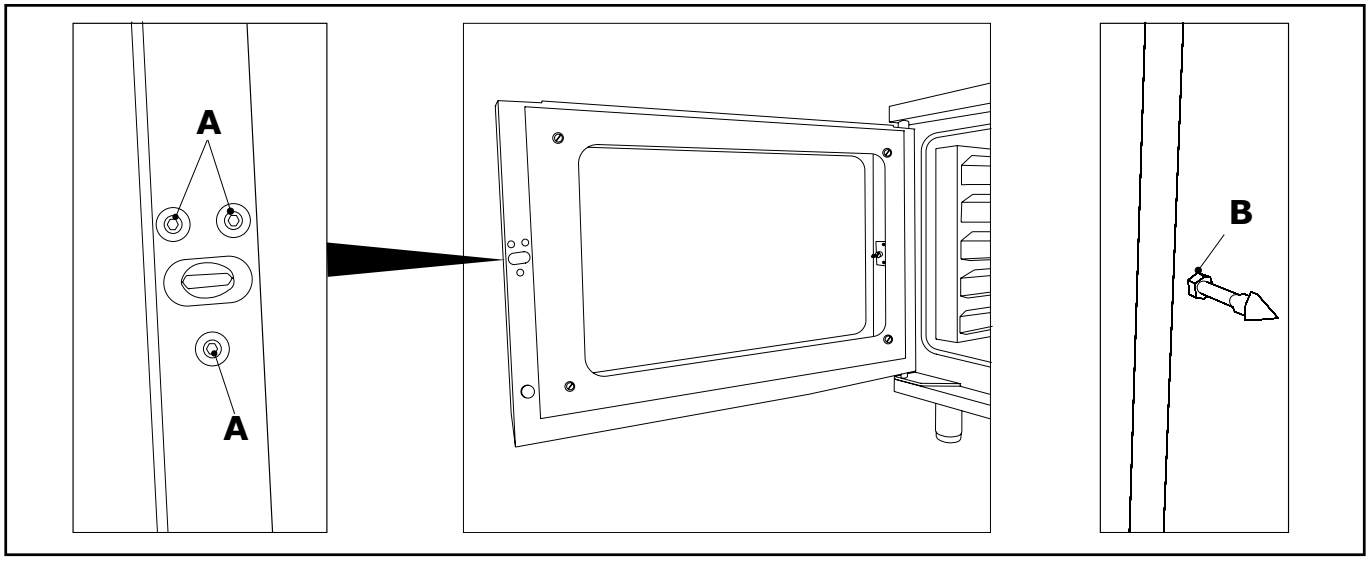

Abb. 11
2) Die Schrauben lösen (**A** - Abbildung 11).
4) Wenn notwendig, die Schraubenmutter (**B** - Abbildung 11) des Hakens im Uhrzeigersinn oder gegen den Uhrzeigersinn drehen, um die richtige Schließung des Handgriffs einzustellen. Dabei auf die richtige Ausrichtung der Hakenspitze achten.